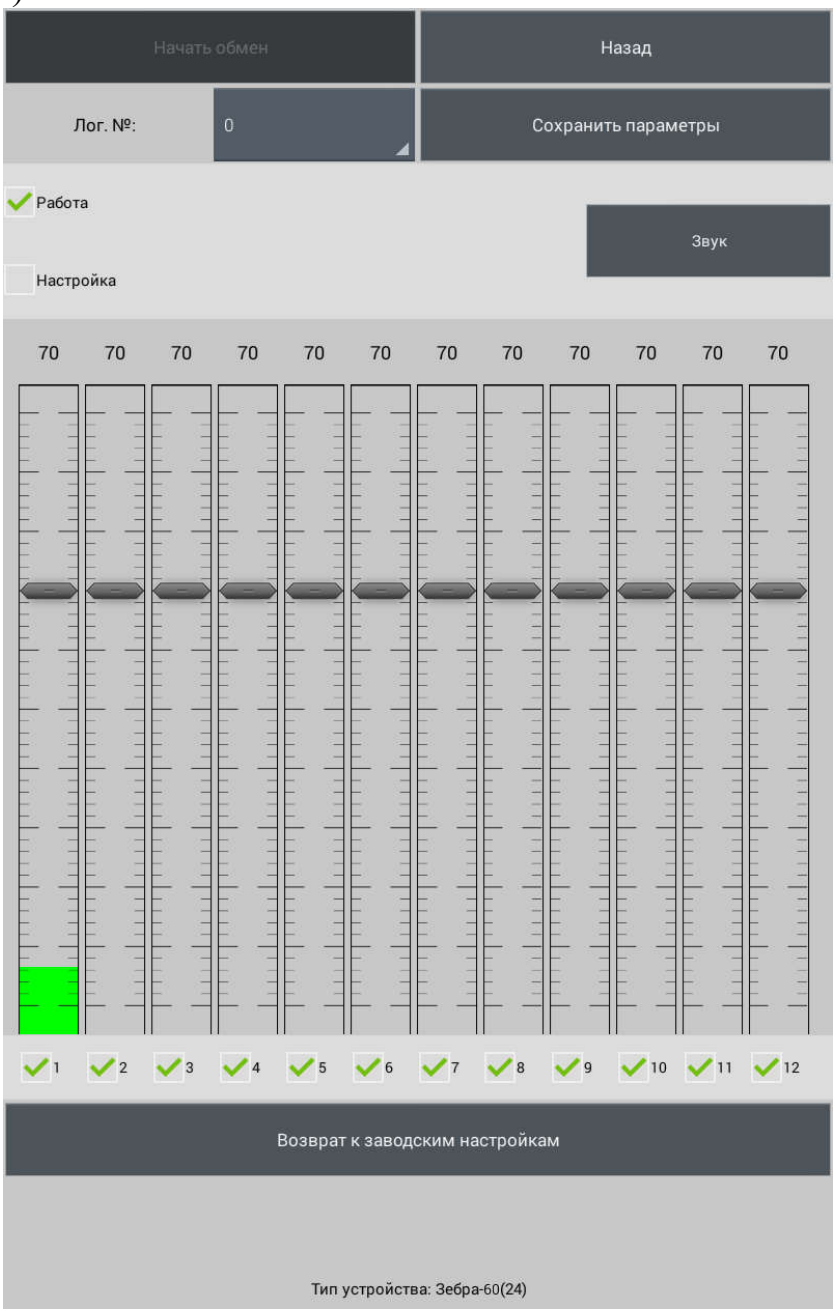

Рисунок 2.32
2.3.7.4.9 Рабочее окно программы имеет следующий вид (рисунок 2.32).